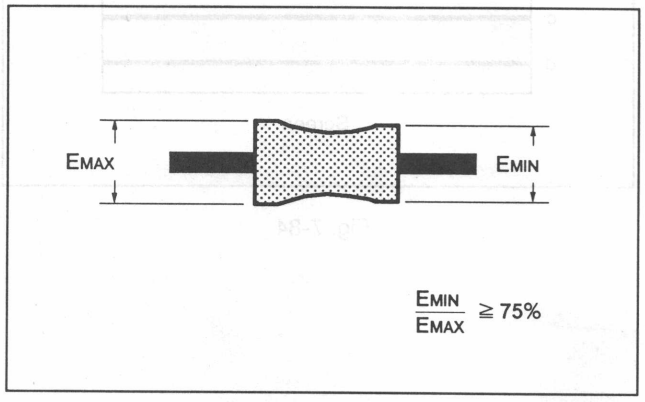

Fig. 7-80.
3) Confirm that the RF waveform amplitude minimum value (EMIN) at this time is more than 75% of maximum value (EMAX). (See Fig. 7-80.)